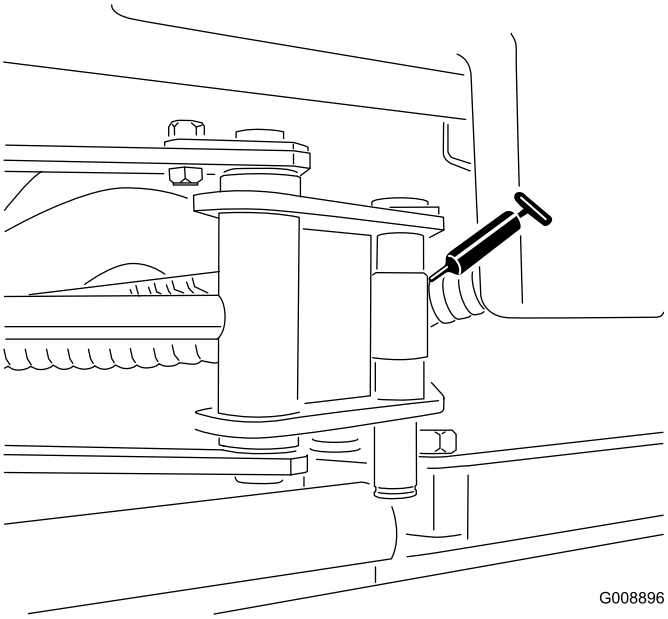

Figur 52
- Sidspolens cylinderändar (2, endast på modell 03170) (Figur 52)